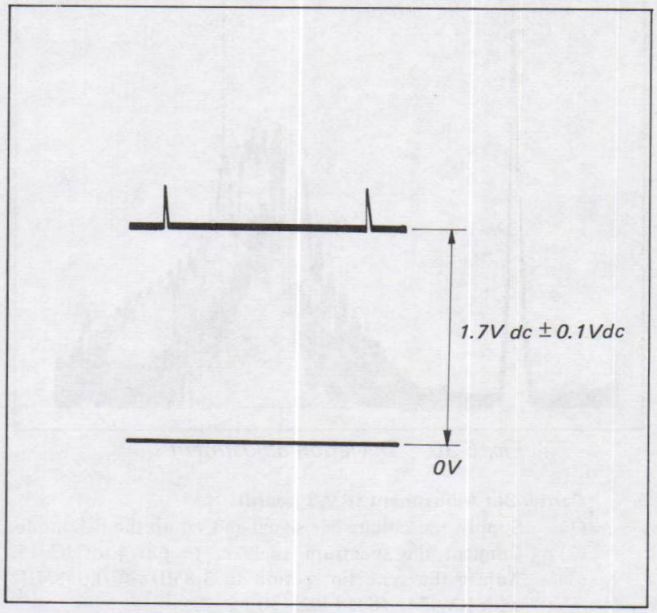

Fig. 5-35. AFC adjustment
(1) Supply the VTR with the colour bar signal and set up the E-E mode.
(2) Connect the oscilloscope to pin 16 of IC012.
(3) Adjust RV014 for 1.7V dc ± 0.1V dc. (See Fig. 5-35.)